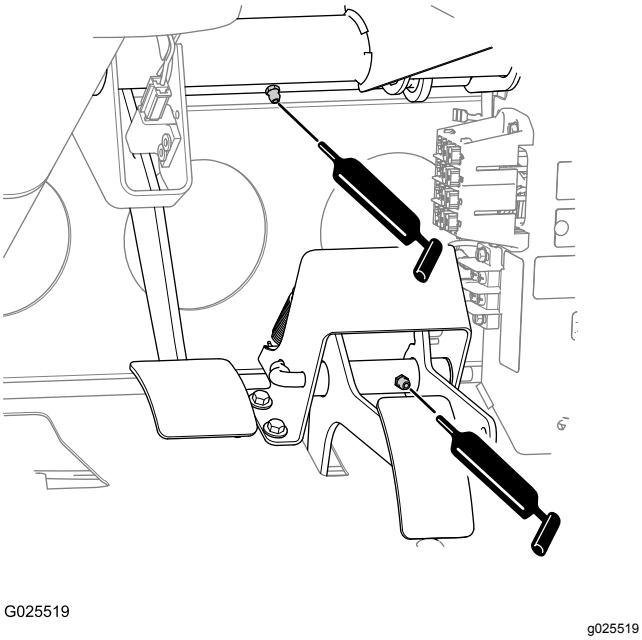

Figur 38
- **Bremse (1)**. Se Figur 38
- **Gass (1)**. Se Figur 38